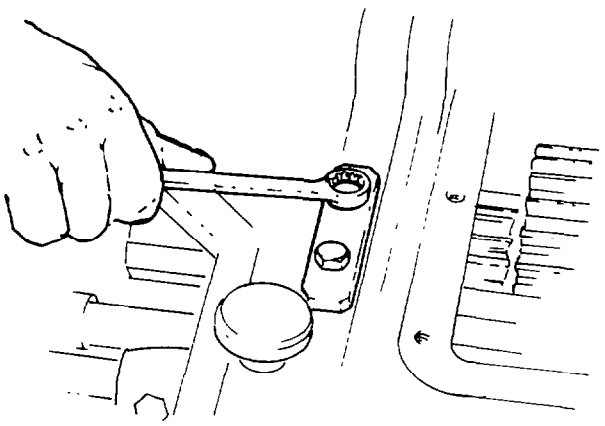

Fig. 170 — Removing Detent Ball Cover
c. Carefully remove the selector shaft detent ball cover (cover is spring loaded), springs and balls (see fig. 170).